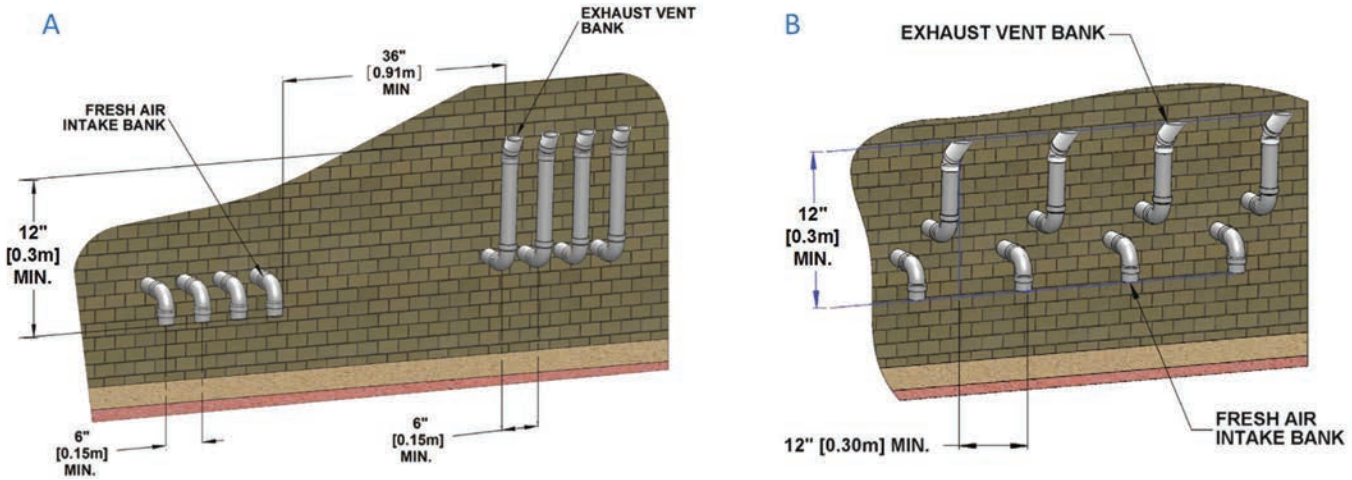

Figure 13: Sidewall vent termination - multiple vent piping configuration
6" (minimum) lateral spacing, and similarly group the exhaust pipes. Place the 2 groups on the same plane of the building (e.g. north facing wall). Place the 2 groups of pipes at least 3' apart (the closest intake and exhaust pipes shall be 36" - or more – apart. Use same 12" (minimum) vertical separation (*See (A) in Figure 13*). Alternately, as long as the boilers are identical models - intake and exhaust terminals can maintain a minimum of 12" of separation horizontally from any exhaust or inlet termination of an adjacent boiler (*See (B) in Figure 13*). For alternate group terminations, contact the IBC Factory for written guidance.